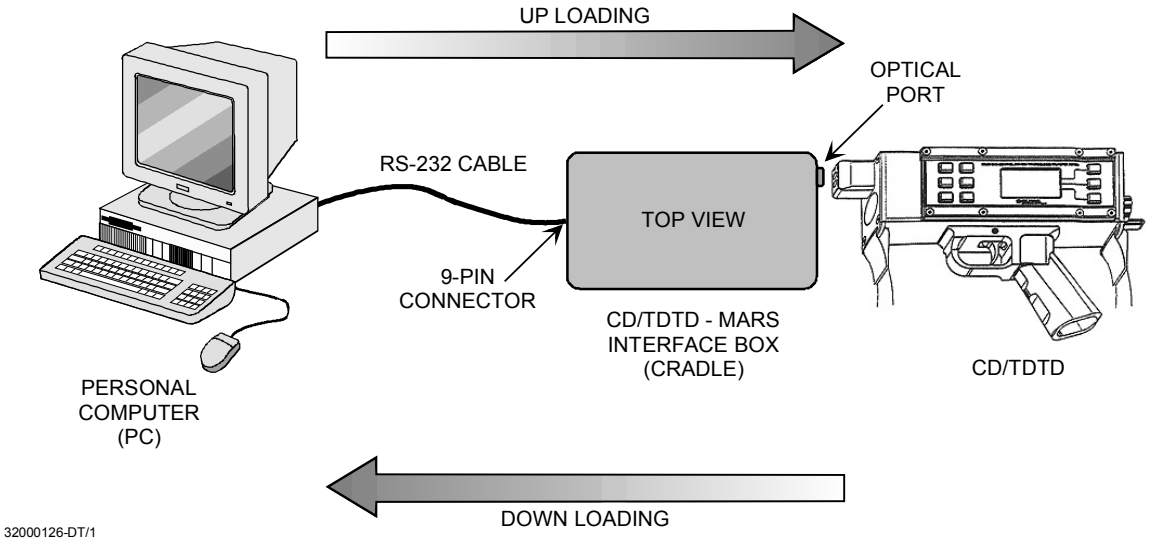

Figure 2-1 Uploading/Downloading Configuration
3.3.1 Transfer Data to CD/TDTD. Uploading data is the process of transferring data for a particular exercise to the CD/TDTD from the MARS. Allows user to select Surrogate Setup Data or any number of or all Vehicle/Target Data, Manworn IWSC Data, TOW Tracker Head Data, or MTID Data to download to the CD/TDTD. The system Administrator also is provided the capability to select all or de-select all of the above. (See Figure 2-1.)
a. **Main Screen** consists of multiple data sets that may be transferred and two (2) function buttons - **Transfer Data** and **Done**.
NOTE** Be sure to connect the CD/TDTD to the Optical Port before attempting data transfer. (See Figure 2-1.)